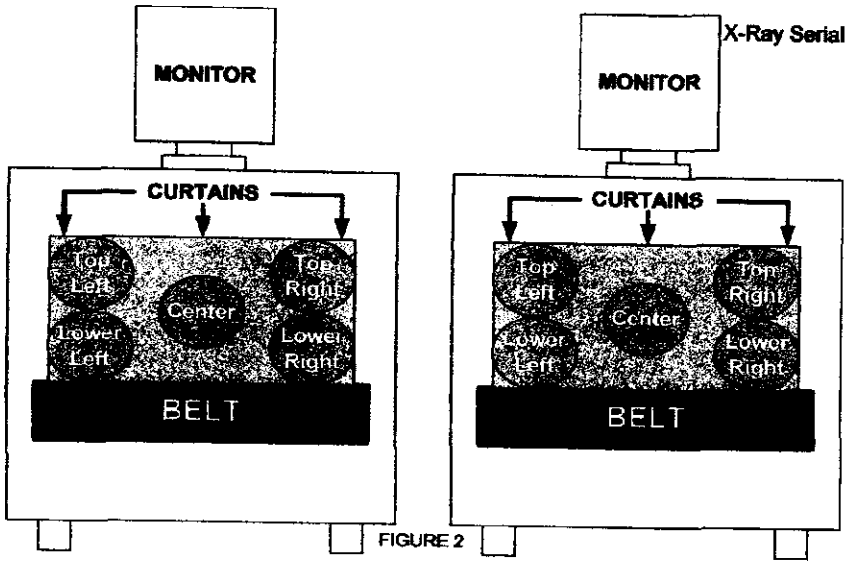

FIGURE 2
3. While holding the meter 5 centimeters (about 2 inches) from the surface, take readings in the area of the circles shown (Figure 2 above) on BOTH sides (ENTRANCE and EXIT) of the X-ray machine (total of 10 readings):